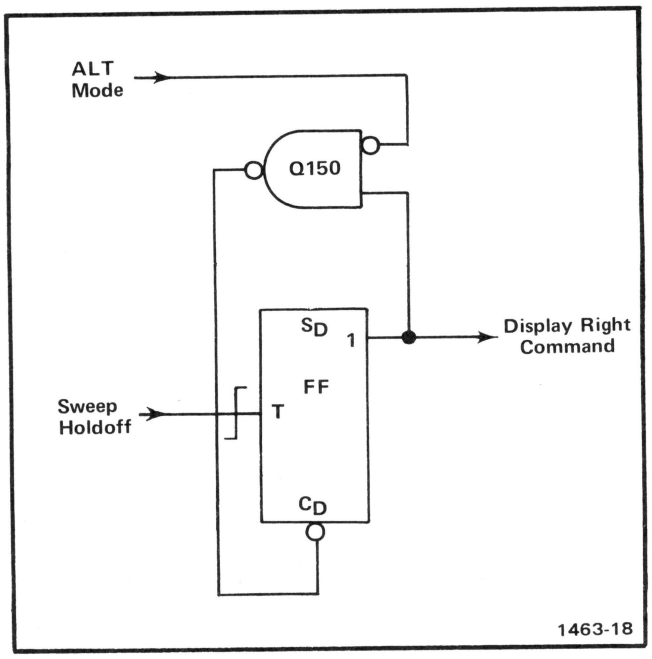

Fig. 3-10. Logic diagram of Vertical Binary stage.
The Vertical Binary stage consists of integrated circuit U156A and transistor Q150. U156A is a D-type flip-flop with direct-set and direct-clear inputs (see Table 3-1 for operating details). The connection between the "0" output and the data (D) input enables this flip-flop to operate in the triggered mode. A logic diagram of the Vertical Binary stage is shown in Fig. 3-10.